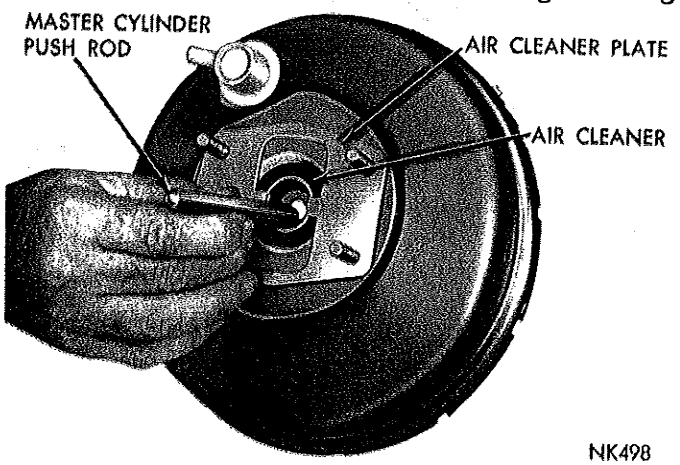

***Fig. 4—Removing or Installing Master Cylinder Push Rod***
(2) Remove master cylinder push rod and air cleaner plate (Fig. 4).
(3) Install engine lifting fixture C-3804 on two of unit mounting studs. Install flatwashers and nuts to